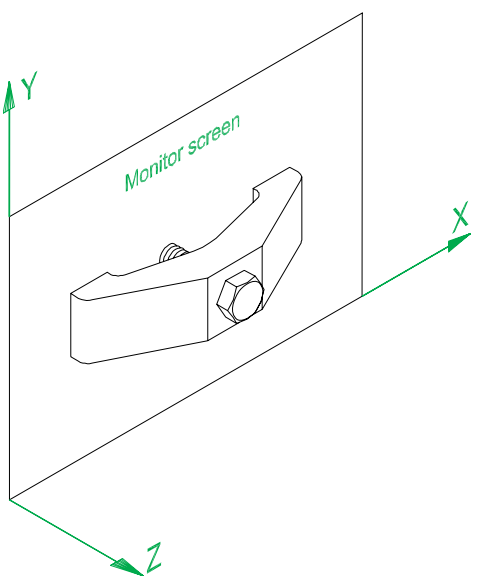

Fig. 1.19 A 3D model drawing showing the X,Y and Z coordinate directions
3D coordinates include a third coordinate (Z), in which positive Z units are towards the operator as if coming out of the monitor screen and negative Z units going away from the operator as if towards the interior of the screen. 3D coordinates are stated in terms of *x,y,z*. *x,y,z* = 100,50,50 is 100 units to the right of the origin, 50 units above the origin and 50 units towards the operator. A 3D model drawing as if resting on the surface of a monitor is shown in Fig. 1.19.